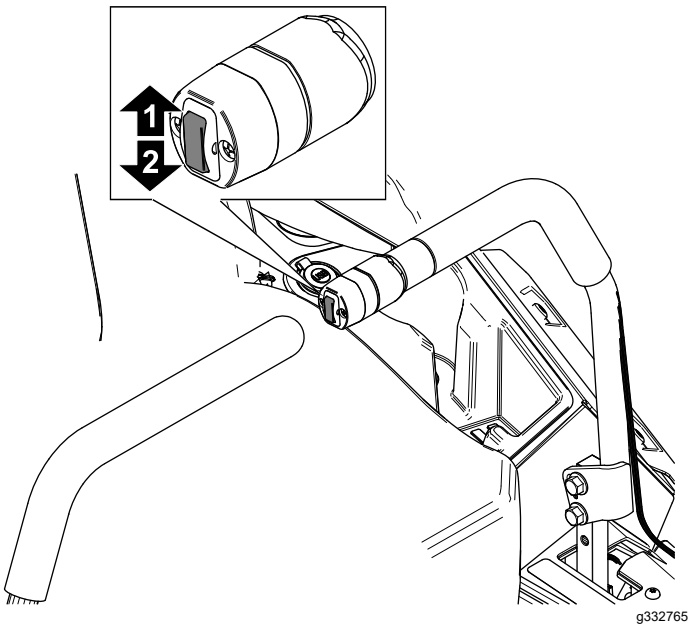

Figure 30
1. Appuyez sur le haut de l'interrupteur de commande du plateau (Figure 30).